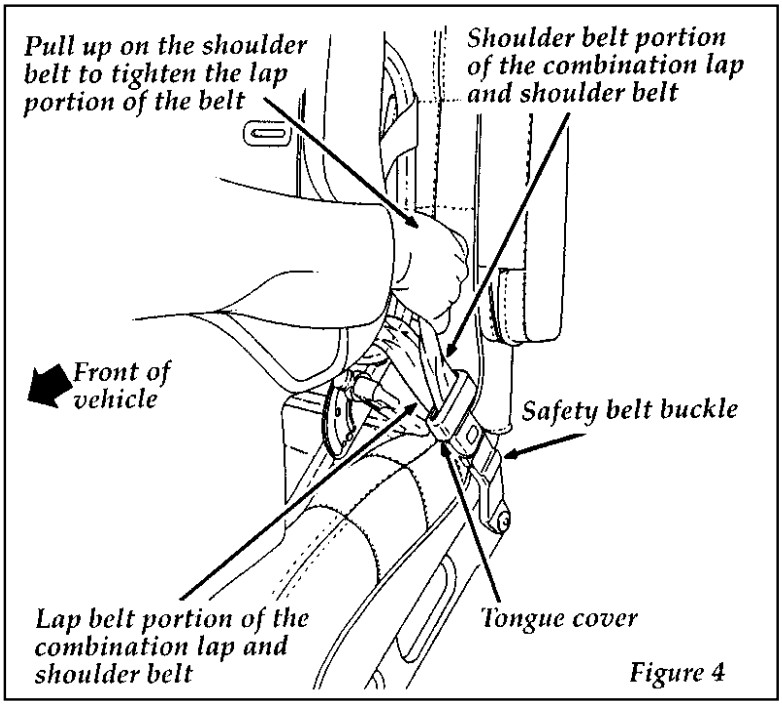

Figure 4
5. Grasp the shoulder portion of the belt and pull downward until all of the belt is extracted and a click is heard. At this time, the retractor is in the automatic locking mode (child seat restraint mode). See Figure 4.
6. Push down on the child seat and pull up on the shoulder belt portion to tighten the lap belt portion of the combination lap and shoulder belt. See Figure 4.